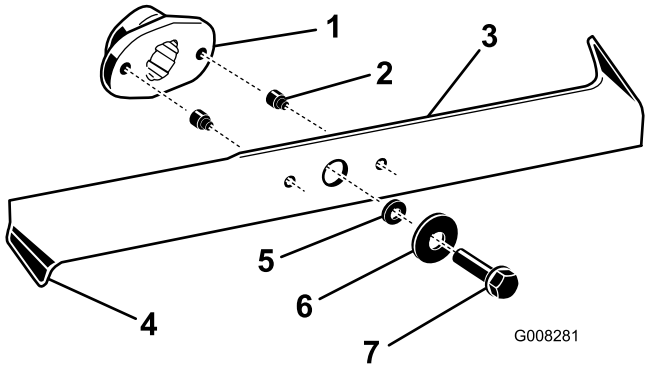

Figuur 35
2. Controleer de snijranden (Figuur 35). Als de randen niet scherp zijn of bramen vertonen, moet u het maaimes verwijderen en slijpen; zie Het maaimes slijpen.
3. Controleer de messen, met name de gebogen randen (Figuur 35). Als u beschadiging, slijtage of een gevormde sleuf in dit deel constateert, moet u een mes direct vervangen.
4. Als de veiligheidspennen zijn gebroken, moet u deze direct vervangen (Figuur 35).
3. Verwijder de bouten, de ringen en de messen (Figuur 35). Plaats een houten blok tussen elk maaimes en het maaidek om het mes vast te zetten, zodat u elke bout kunt losdraaien.
1. Monteer de messen, de ringen en de mesbouten (Figuur 35).